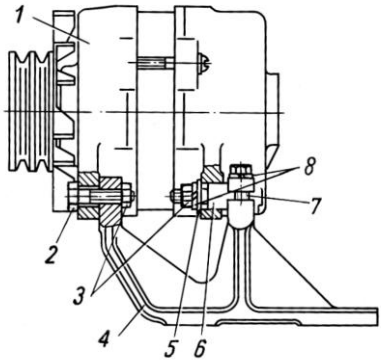

Рис. 25. Крепление генератора на двигателе:
– вставить палец 6 (рис. 25) в отверстие задней крышки генератора и закрепить с гайкой 3 с шайбами 5 и 8;